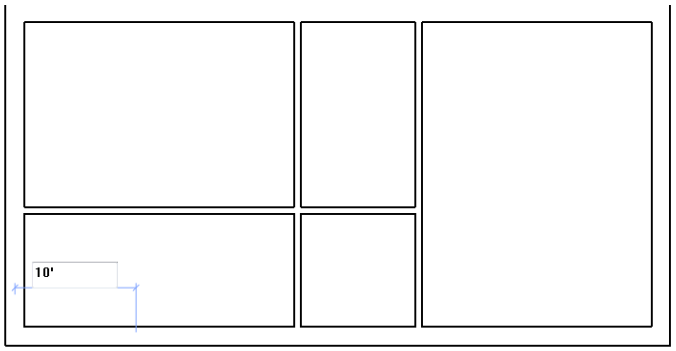

Figure 3-62 *Sketching the interior walls of the bath*
5. Similarly, move the cursor near the lower left corner and then move it horizontally toward the right. When the temporary dimension and the intersection object snap appears, enter the value **10'0"**, as shown in Figure 3-62, and then press ENTER.